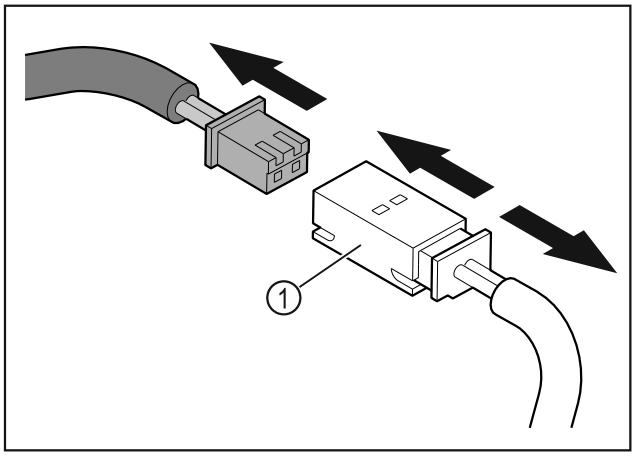

Fig. 10
▶ Débrancher le connecteur de la fiche *Fig. 10 (1)*.